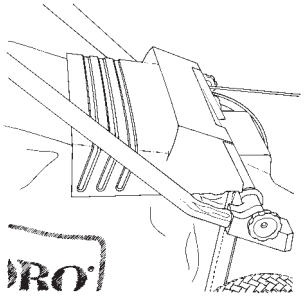

Figure 14
3. Allow the discharge door to close on top of the grass bag (Fig. 14).